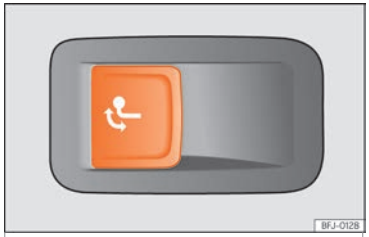

Fig. 297 En el lado izquierdo del maletero: tecla para desbloquear el enganche de bola.
- Tire de la tecla ››› fig. 297 brevemente. El enganche de bola se desbloquea eléctricamente y se gira automáticamente hacia fuera. El testigo de control de la tecla parpadea ››› fig. 297.
- Tire de la tecla ››› fig. 297 brevemente. El enganche de bola se desbloquea eléctricamente.
- Gire el enganche de bola por debajo del paragolpes con la mano hasta que perciba y oiga que encastra y se encienda el testigo de control en la tecla ››› fig. 297 de forma permanente.
- Si el testigo de control de la tecla ››› fig. 297 *parpadea*, significa que el enganche de bola aún no ha encastrado correctamente o que está dañado ››› ⚠.
- **No pulse nunca la tecla ››› fig. 297 cuando haya un remolque enganchado o vaya montado un portaequipajes u otros accesorios sobre el enganche de bola.**